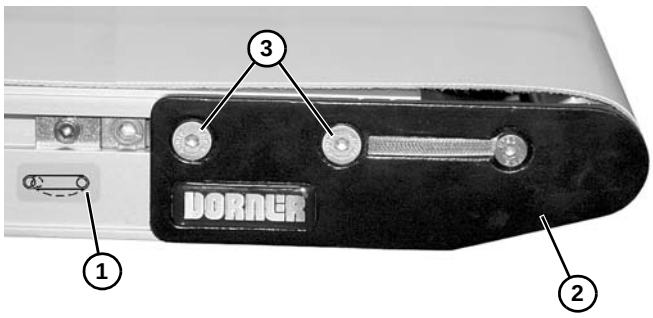

Abbildung 43
2. Auf der Spannseite des Förderbands, mit einem Etikett gekennzeichnet **(Abbildung 43, Teil 1)**, die Kopfplattenbaugruppe **(Abbildung 43, Teil 2)** eindrücken: Auf beiden Seiten des Förderbands Befestigungsschrauben **(Abbildung 43, Teil 3)** lösen und Kopfplattenbaugruppe nach innen drücken.